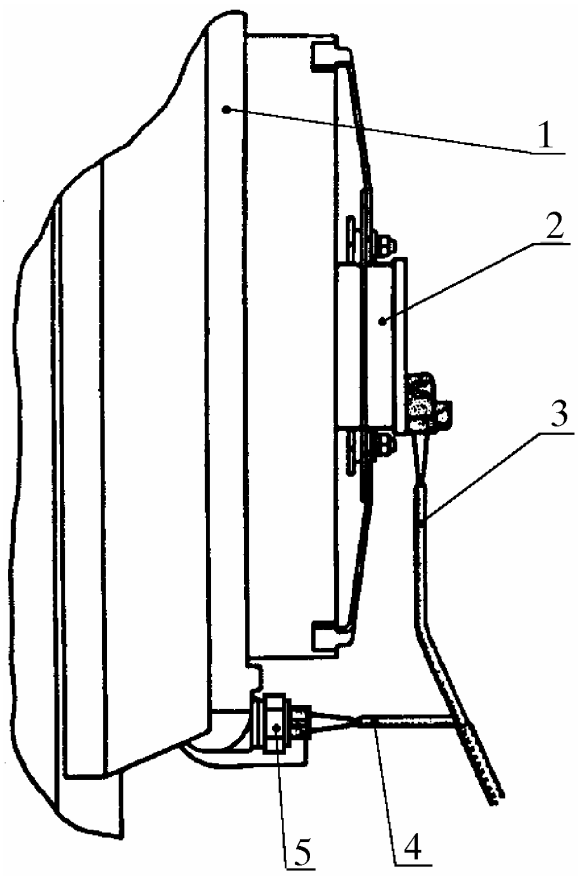

Рис. 11. Отсоединение проводов от датчика включения электровентилятора и электровентилятора:
4.7.6. Отсоединить провода 4 (рис. 11) от датчика 5 включения электровентилятора.